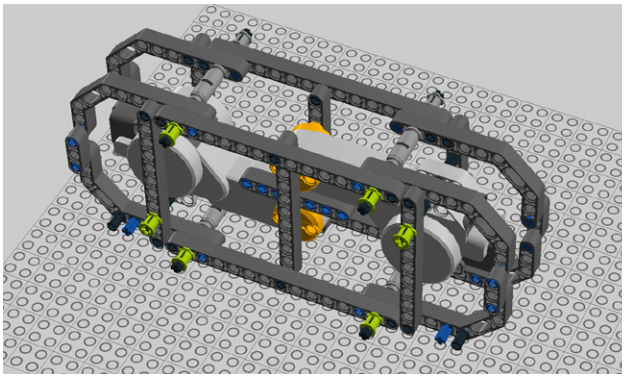

Figure 4-25. *Step 20: Adding bushes*
20. Add six bushes as shown in Figure 4-25.